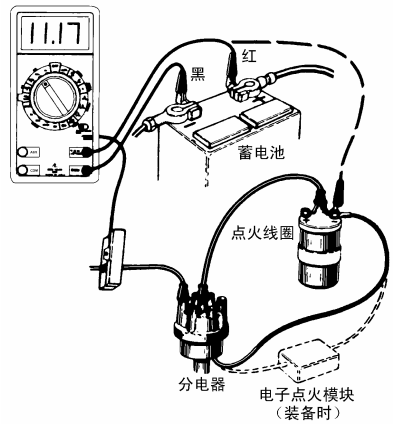

图 1　主接线图
如图 1 所示将导线连接到汽车上进行试验：
DWELL：黑色夹子夹到干净清洁的搭铁上，象上述 DC VOLTS 测量中说明的那样。红色夹子夹到点火线圈的负极或转速表引线端子，参见图 1。
1、将分析仪按图 1 所示接到汽车上，导线连接在第 4 页有说明。
1、按图 1 所示将分析仪连接到汽车上，导线连接在第 4 页中已说明。
(b)按图 1 所示将分析仪连接到汽车上，红色夹子夹到点火线圈的负极。